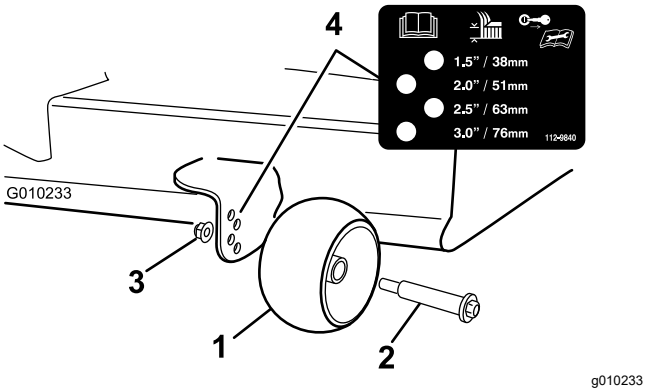

Rysunek 30
3. Ustaw rolki zapobiegające zdzieraniu darni (Rysunek 30) zgodnie z najbliższą pozycją wysokości koszenia.